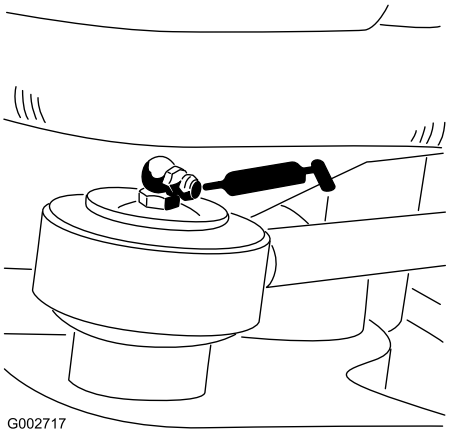

Figur 24
- Styretøjsstangenden (1) (kun model 08705) (Figur 24)